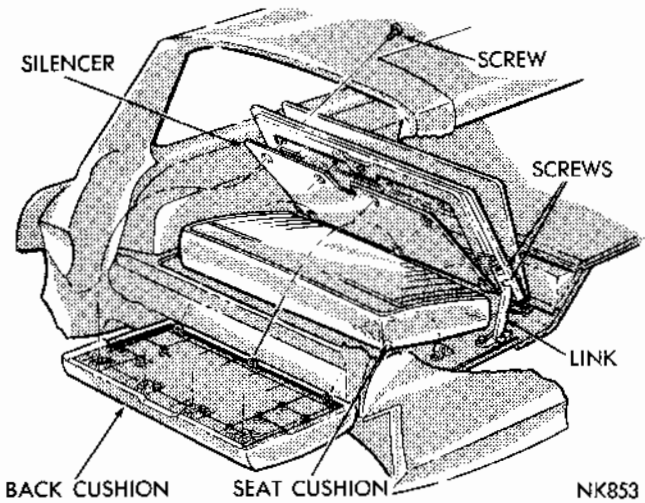

Fig. 34 - Third Seat Back and Cushion
(1) With third seat back in the UP position (Fig. 34) remove the seat hinge links screws.
(2) Remove seat back and support panel assembly.
(3) The seat back cushion is retained with screws to the seat back panel.
The third seat cushion (Fig. 34) is attached to hinges which in turn are attached to the quarter inner panels by screws.